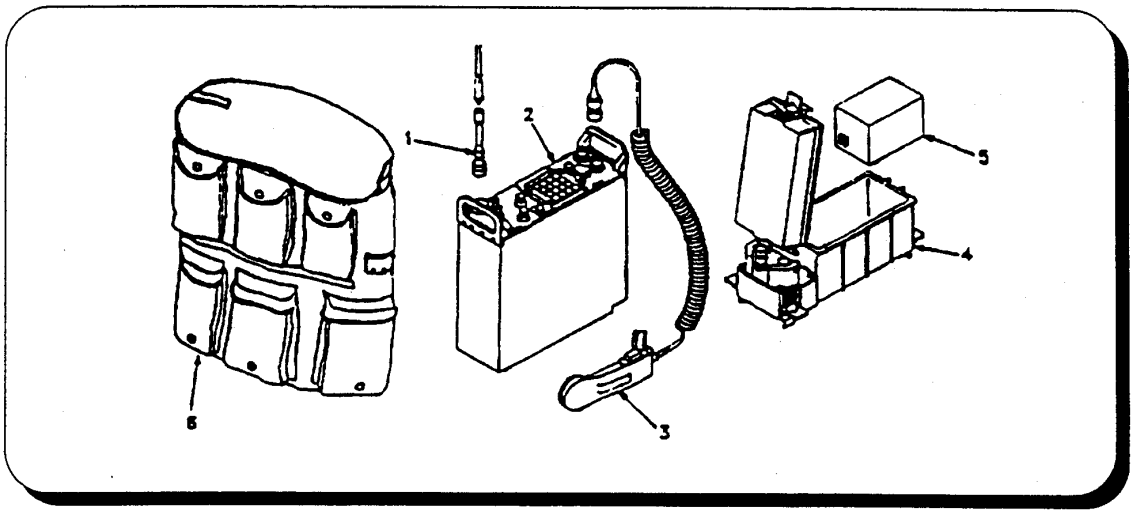

Figure 4. RT-119A .
b. RT- 119A. The AN/PRC- 119A is the SINCGARS replacement for the AN/PRC-77/68. This configuration is referred to as the manpack configuration. The AN/PRC-119A is capable of secure voice communications up to 5 miles. See Figure 4. It is comprised of:
(1) AS-3683 (manpack antenna)
(2) RT-1523 (C)/U
(3) H-250 (handset)
(4) CY -8523A (battery box)
(5) BA-5590 (battery/not a component of end item)
(6) ALICE pack